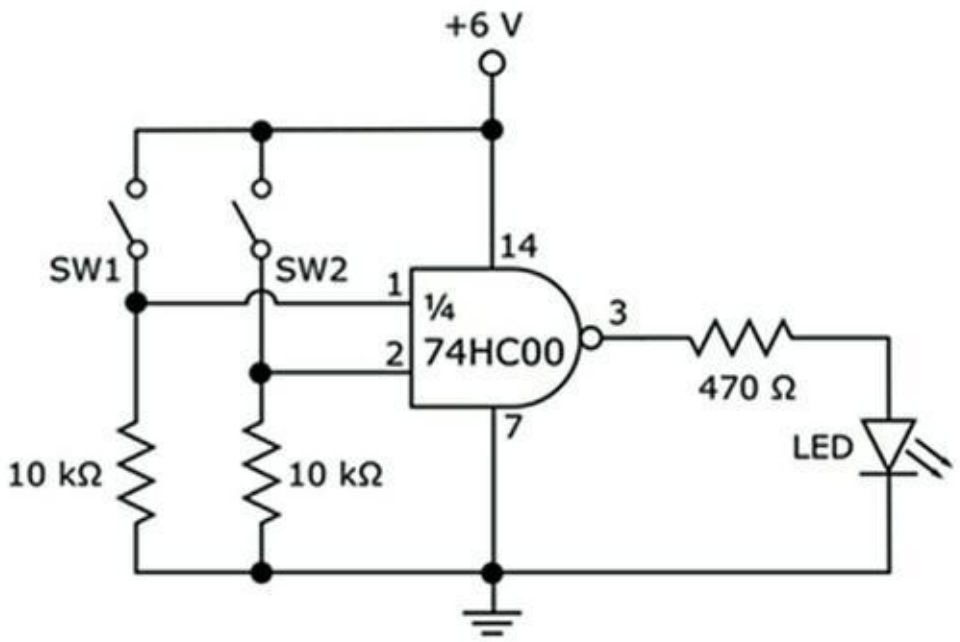
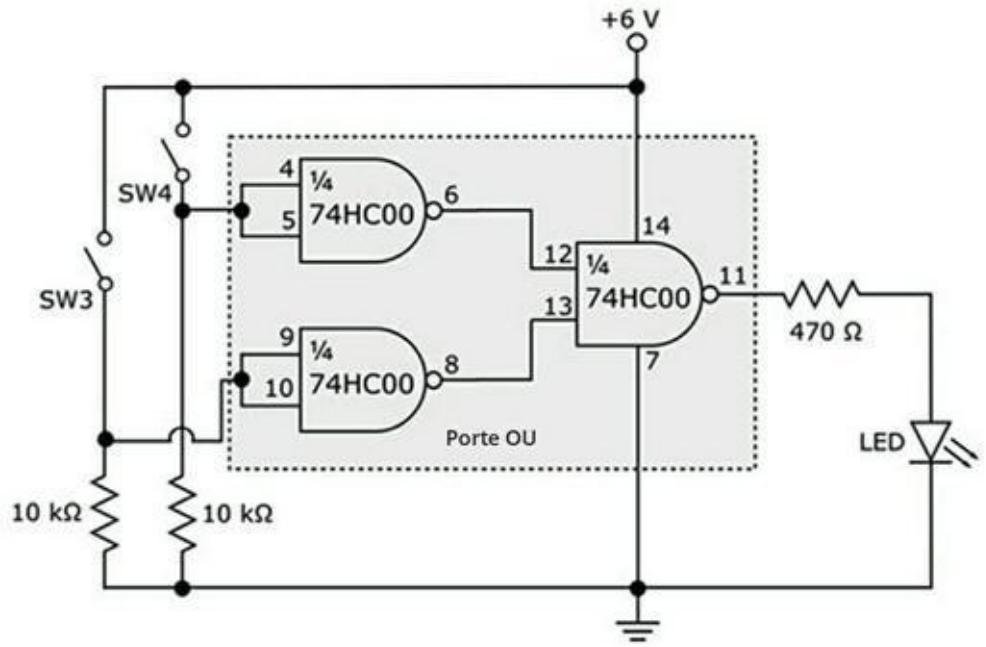

FIGURE 11-8 Utilisation d'une LED pour étudier la sortie d'une porte logique NON-ET.
FIGURE 11-10 Trois portes NON-ET dans une configuration permettant de créer une porte OU.
Le circuit de la Figure 11-8 utilise une LED pour indiquer l'état haut (1) ou bas (0) de la sortie d'une porte NON-ET à deux entrées.
En combinant plusieurs portes NON-ET, vous pouvez créer n'importe quelle fonction logique. Dans le circuit de la Figure 11-10, trois portes NON-ET permettent de créer une porte OU. Les entrées de la porte OU sont contrôlées par les interrupteurs SW3 et SW4. L'état de la sortie est indiqué par l'état de la LED, allumée ou éteinte.
En montant ce circuit, prenez les précautions nécessaires pour éviter l'électricité statique. Pour assembler le circuit de la Figure 11-10, vous pouvez utiliser les trois portes NON-ET qui restent sur le CI 74HC00 utilisé dans l'assemblage du circuit de la Figure 11-9. La Figure 11-11 montre les circuits des Figures 11-8 et 11-10 réunis à l'aide d'un unique 74HC00. Tâchez de ne pas croiser les fils !